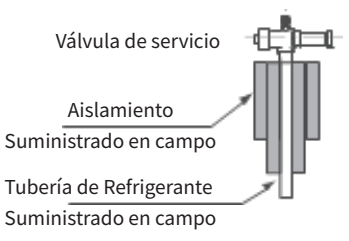

Fig. 6.1. Aislamiento de tuberías
- Aísle las tuberías de refrigerante como se muestra en la Fig.6.1.